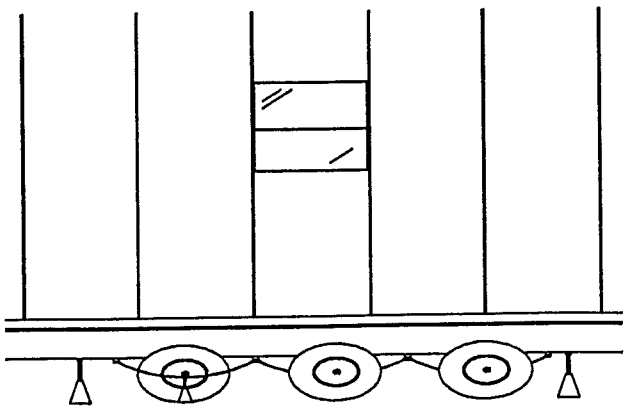

FIGURE 8
4. If the tires and axles are to be removed, safety supports should be placed tightly under the frame members at this point to prevent the home from dropping should the jack fail. When removing axles, one jack should be located directly in front of the first spring hanger and one directly behind the last spring hanger. It would be wise to position a jack under each end of axles when removing bolts. (See Figure 8)